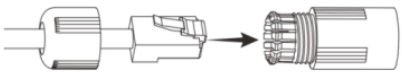

Рисунок 6.7 – Колпачок
2. Аккуратно протяните разъём RJ-45 сетевого кабеля через колпачок, а затем через основание муфты (Рисунок 6.7).